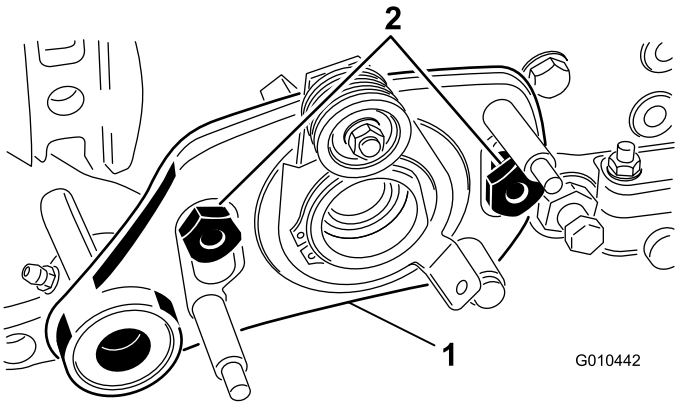

図 35
8. グルーマ駆動アセンブリをサイドプレートのアダプタに固定しているショルダナット2個を外す図 35。